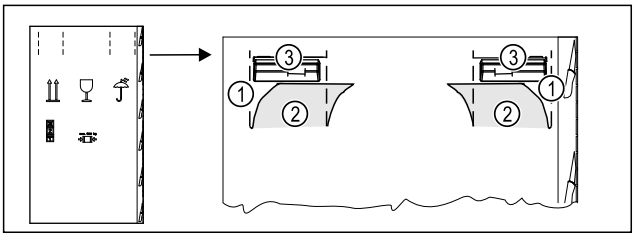

Fig. 4
▶ Press the packaging cardboard into the perforation *Fig. 4 (1)* at the top.
▶ Pull out any tabs *Fig. 4 (2)* that have been pushed in.
▷ Carrying handle *Fig. 4 (3)* visible on the right and left.
▶ Hold the appliance by the carrying handles *Fig. 4 (3)*.